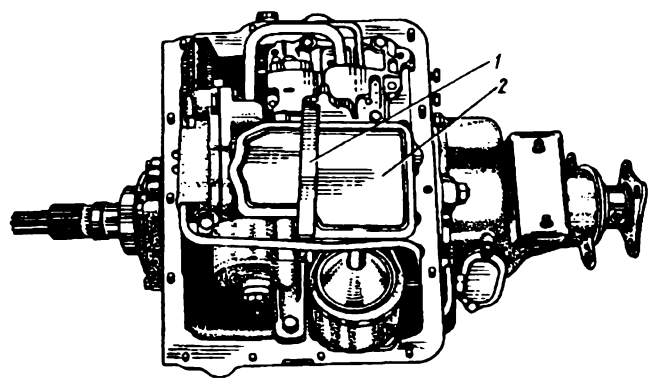

Рис. 91. Снятие защелки и маслоприемника:
4. Отсоедините защелку *1* крепления маслоприемника (рис. 91).